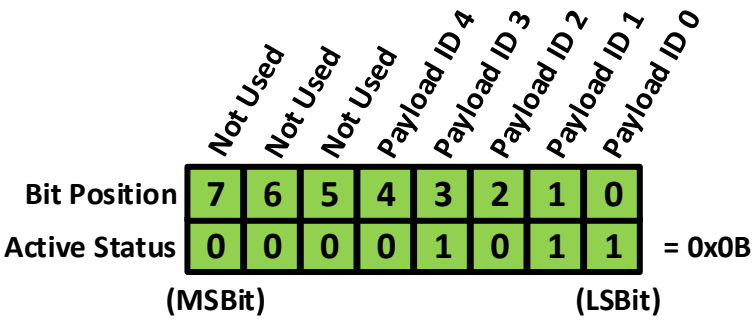

**Figure 65: Active Payloads Example**
The list is a series of bits which represent which payloads are active. A bit value of one (1) means the payload is active, a bit value of zero (0) means the payload is not active. Using the example from the Payload List (Tag 138), if payloads 0, 1, and 3 are active, bits 0, 1, and 3 will be set in the Active Payloads Value, as shown in Figure 65. The result for this example is a single byte with the value of 0x0B.